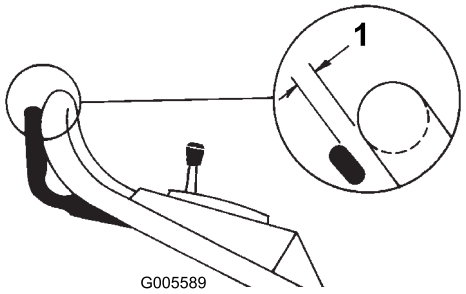

Figuur 23
5. Duw de bedieningsstang omhoog totdat u enige weerstand voelt. Als de bedieningsstang correct is afgesteld, bevindt de bedieningsstang zich op 4 cm van de handgreep (Figuur 23).
7. Draai de onderste zelfborgende moer aan om de bovenste zelfborgende moer vast te zetten tegen het steunblok (Figuur 23).